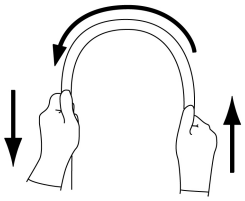

図 2
4.挿入部を両手で持ち、全長にわたって図 2 に示すように順次半円の頂点をずらすように曲げたときに、適切な軟らかさを有しており、軟らかさが不連続になっているなどの異常がないこと。